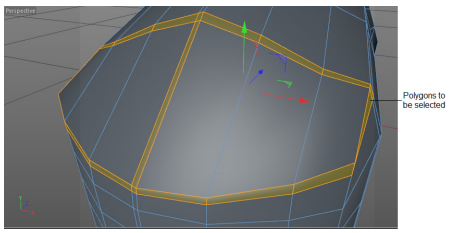

Figure 3-55 *The polygons selected*
5. Choose the **Live Selection** tool from the Command Palette and then choose the **Polygons** tool from the Modes Palette; the *Computer mouse* is displayed in the polygon mode. In the Attribute Manager, choose the **Options** button; the **Options** area is displayed. In this area, select the **Only Select Visible Elements** check box, if not already selected. Next, using the **Live Selection** tool, select the polygons of *Computer mouse* in the Perspective viewport, as shown in Figure 3-55. If required, decrease the size of the selection cursor.